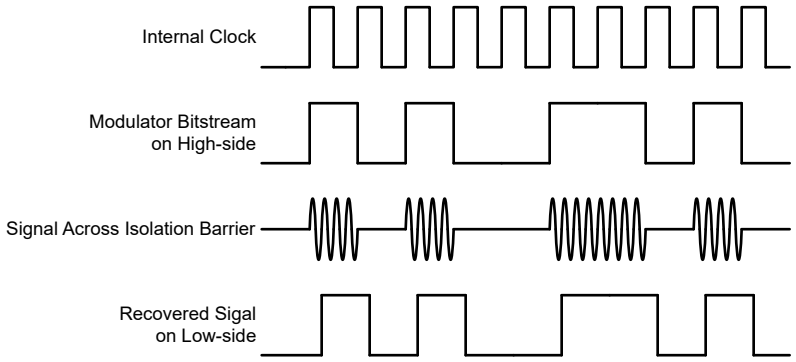

图 7-3. 基于 OOK 的调制方案
AMC0386 使用开关键控 (OOK) 调制方案（如图 7-3 所示），跨过基于 SiO_2 的隔离栅来传输调制器输出比特流。*功能方框图* 中所示的发送驱动器 (TX) 跨过隔离栅发送一个内部生成的高频载波来表示数字一，而 TX 不发送信号则表示数字零。AMC0386 内使用的载波标称频率为 480MHz。